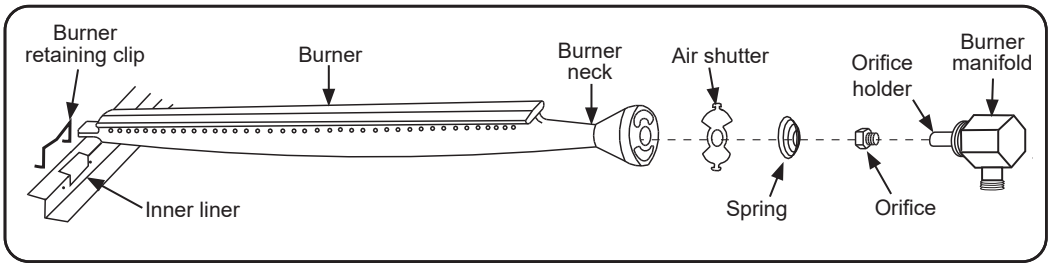

Fig. 35-4 Burner components diagram
3. Locate and remove the burner retaining clip from the left end of the burner using a flat head screwdriver (see Fig. 35-4).
- **a.** Install the air shutter spring, then the air shutter over the orifice holder fitting in the order and position as shown in Fig. 35-4.